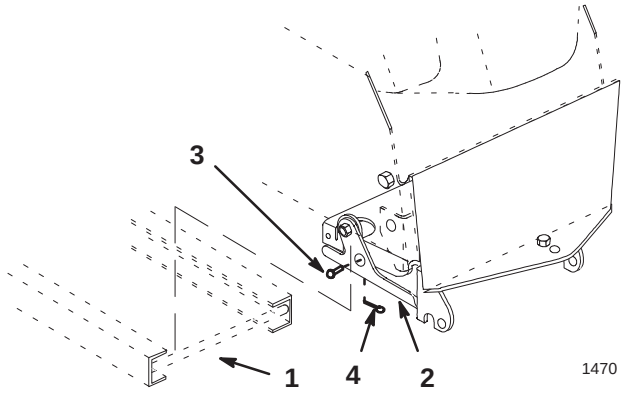

Figure 6
3. Open the latch levers on the rear attachment plate and lift the frame to position the frame mount into the open slots. Close the latch levers and secure with 1/4 x 3/4” (19 mm) clevis pins and small hairpin cotters (Fig. 6).